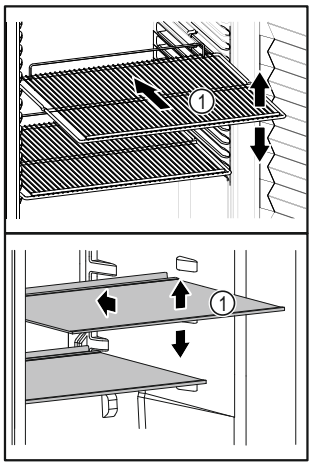

Fig. 63 Reprezentare exemplificativă
- ❑ Dacă polițele *Fig. 63 (1)* pot fi mutate, adaptați-le în funcție de înălțime.